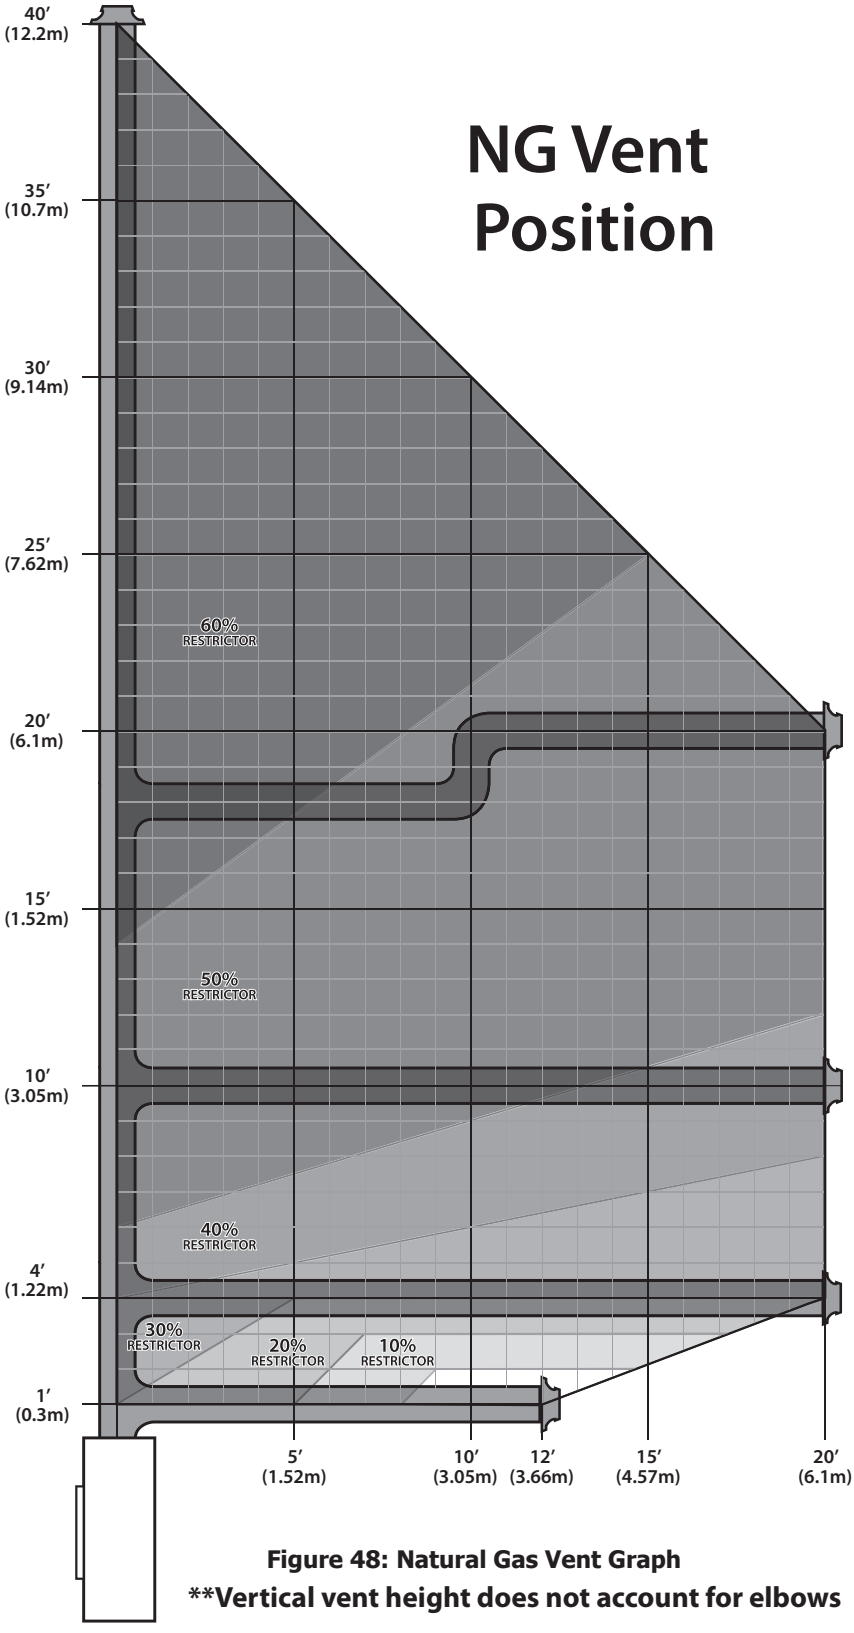

Figure 48: Natural Gas Vent Graph
Figure 48 shows the range of venting options using either vertical or horizontal terminations; any layout that remains within the shaded area is acceptable. Having the fewest number of elbows is ideal as they tend to restrict air movement. The total length of horizontal vent pipe can not exceed 20 feet (6.1m) and the total vent length can not exceed 40ft (12.2m). Any combination of rise and run can be used as long as it lays within the shaded area (a total of three (3) 90˚ elbows or six (6) 45˚ elbows can be used). In addition to what is shown, if a 90˚ elbow is used in the horizontal plane, 3 feet (91.4cm) must be subtracted from the allowable horizontal run (for each 45˚ elbow, 1½ feet (45.7cm) must be subtracted).
When installing the C44I it may be necessary to add a restrictor in the firebox to control the combustion and flame appearance. The exhaust restrictor ring kit is included in the manual bag. To install the exhaust restrictor, the safety screen assembly and glass door must be removed, see the Maintenance and Service section [page 16 & page 17]. There are six different restrictor sizes, make sure you install the correct size. See Figure 48 & Figure 49 for possible vent configurations and the corresponding restrictor setting. Proper Install is crucial to a efficient fireplace burn and the best possible looking flame.